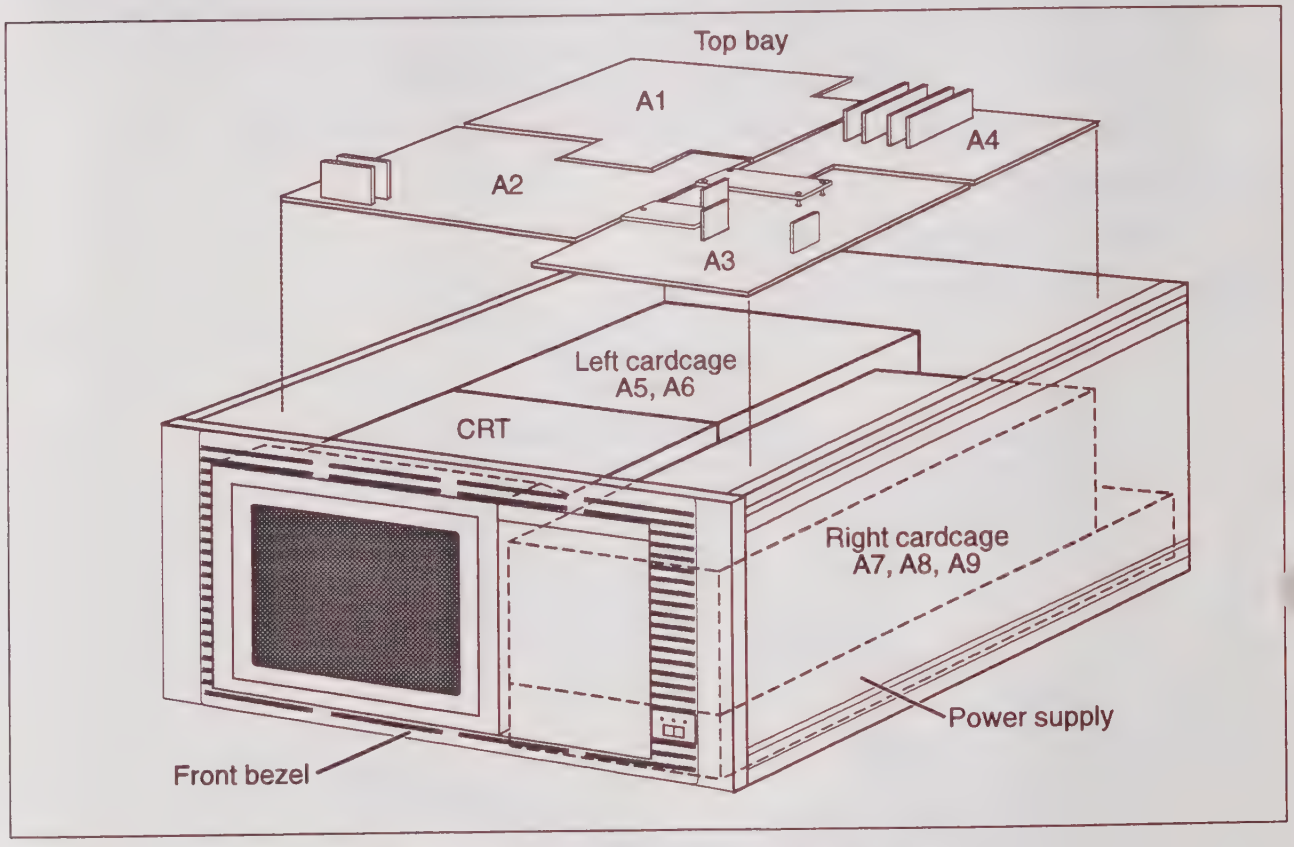

**Figure 3-2. Major components of the VM700A.**
**Assembly and Circuit Numbering** - The circuit board assemblies are assigned assembly numbers. Fig. 3-2 shows the circuit board assembly locations for this instrument.
As you face the front of the VM700A (in its operating position), the CPU (A5) and EPROM/NVRAM (A6) boards are located in the left-side cardcage. The controller (A8), data acquisition (A7), and display memory (A9) boards are located in the right-side cardcage. The analog section boards (analog input A1, genlock A2, ADC A3, and filter switch A4) are mounted, with screws and standoffs, on a bulkhead under the top cover panel (see Figure 3-2).